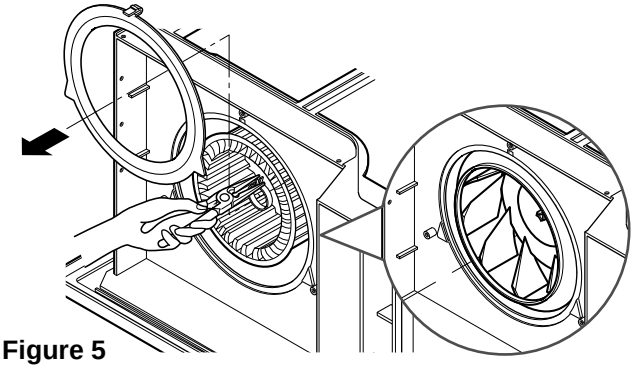

**Figure 5**
5. Remove the clamp which secures the blower with plier. (See Fig. 5)